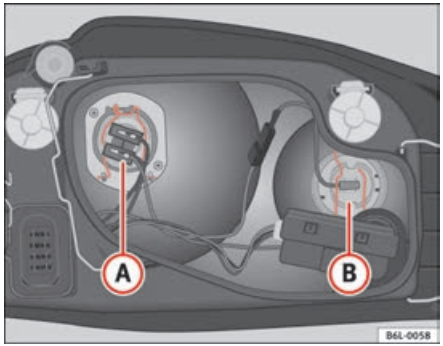

Fig. 154 Main beam lamp
– Remove the lamp cable connector (B) ⇒ fig. 154.